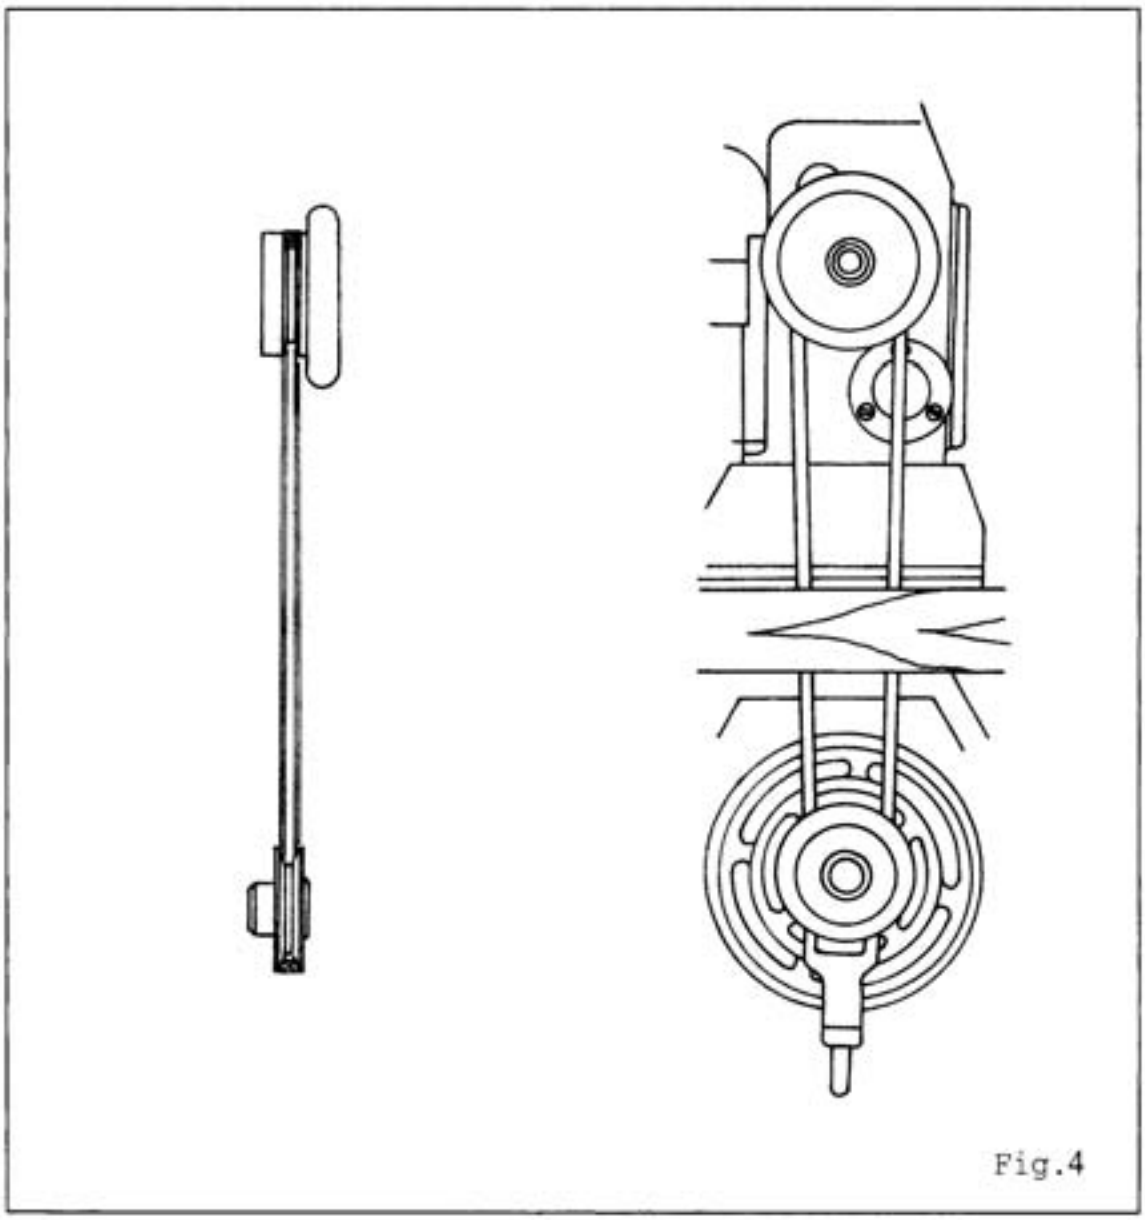

Fig.4
2. 马达位置的安装请安装于机台之正下方，马达驱动轮必须与机器皮带轮呈垂直。（图4）
2. The center of both motor's and machine's pulley must be aligned in vertically when install the motor. (Fig4)